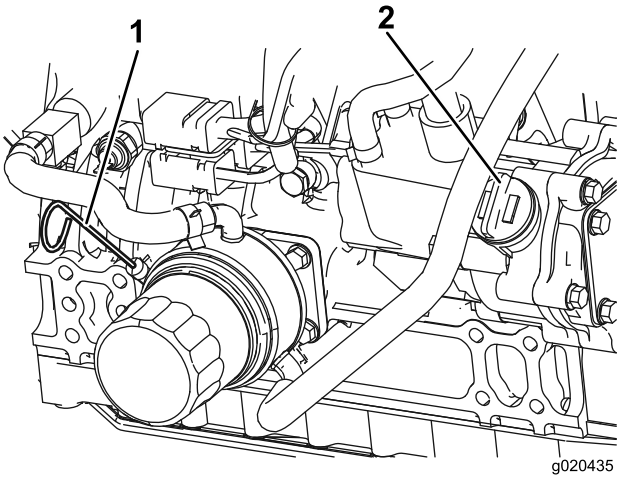

Figuur 8
3. Verwijder de peilstok uit de buis, veeg deze schoon en plaats de peilstok weer in de buis. Haal de peilstok er weer uit. Het oliepeil moet tot tussen de twee markeringen reiken (Figuur 8).
4. Als het oliepeil te laag is, moet u de vuldop verwijderen (Figuur 8) en olie bijvullen tot het peil tussen de twee markeringen komt. **Niet te vol vullen**.